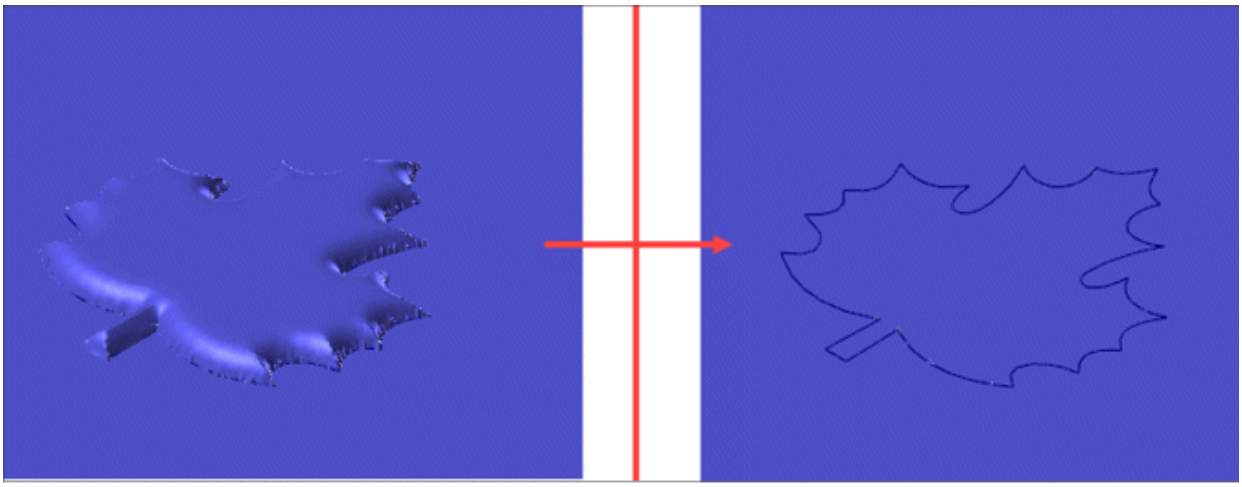

Figure-41. Flattening
- Set the other parameters in the dialog box as discussed earlier and click on the **OK** button from dialog boxes displayed to perform the operation; refer to Figure-41.